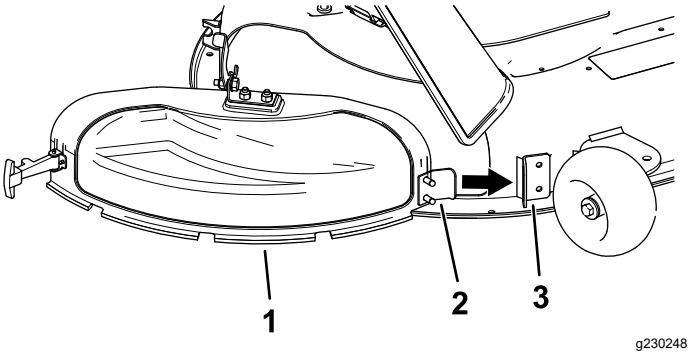

Figur 14
3. Vinkle metalltappen på utslippsdekselet inn i sporet på braketten som er fastsveiset på klippeenheten (Figur 14).